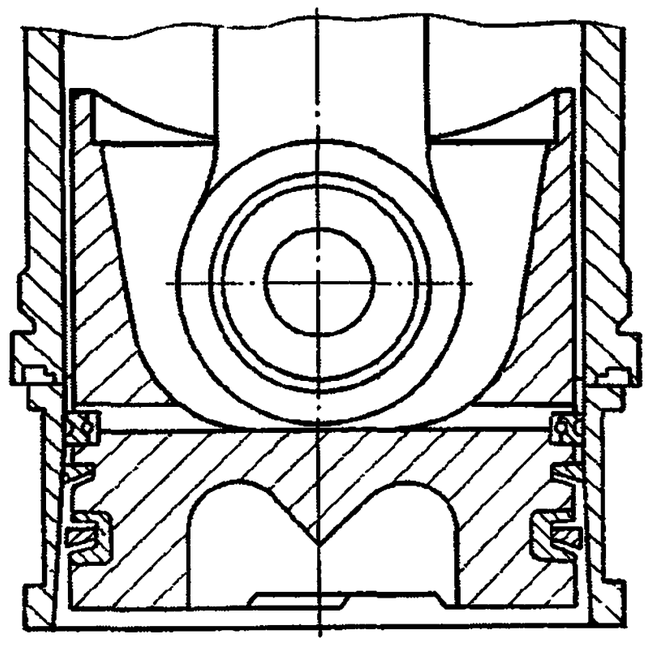

Рис. 37. Приспособление И801.00.001-01 для установки поршня в гильзу цилиндра
14. Приспособлением И801.00.001-01 (рис. 37) установите поршень в сборе с поршневыми кольцами и шатуном в соответствующий цилиндр, сориентировав смещение выточек на поршне под клапаны к развалу блока, направляя при этом снизу шатун на шейку коленчатого вала	Приспособление